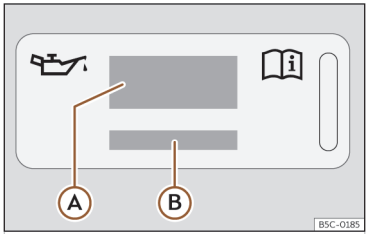
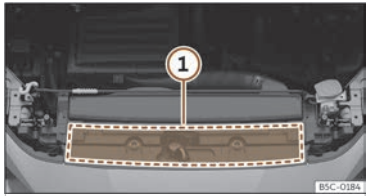

Fig. 213 Al compartiment del motor: etiqueta d'oli de motor
Fig. 214 Al compartiment del motor: zona d'ubicació de l'etiqueta d'oli de motor
Llegenda de la ››› **fig. 213**:
Si heu d'omplir l'oli del motor, utilitzeu un dels olis indicats a l'etiqueta ››› **fig. 213**. L'etiqueta amb la norma prescrita es troba a la part davantera al compartiment del motor ››› **fig. 214**
- **Si falta l'etiqueta amb l'especificació de l'oli motor** >>> fig. 213**, poseu-vos en contacte amb un taller especialitzat.**